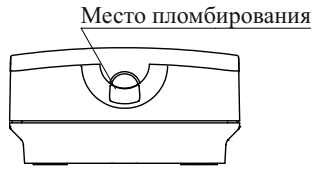

Рисунок 4
6.13 Конструкция ИПР предусматривает возможность его пломбирования (рисунок 4) любым пластичным, легко разрушаемым материалом. Место пломбирования указано на рисунке 4.